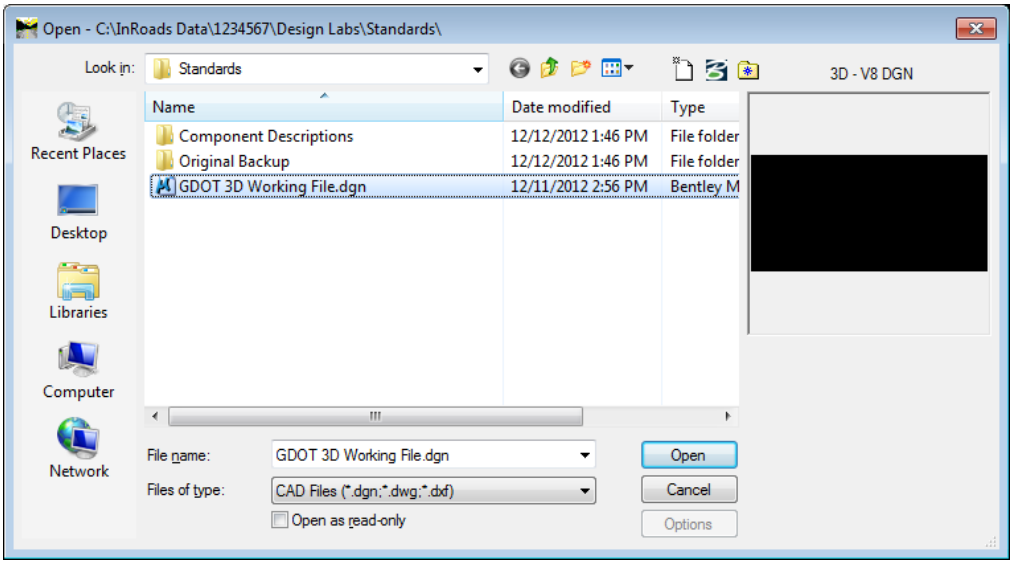
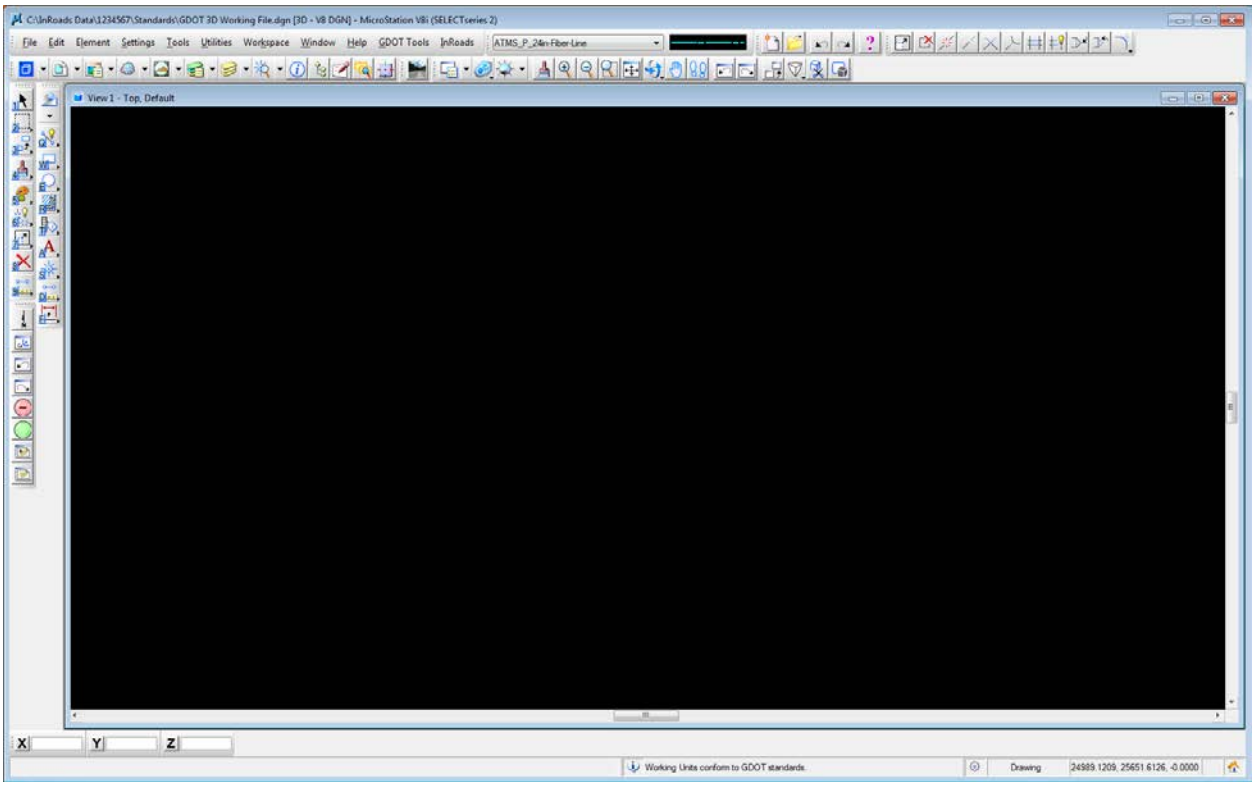
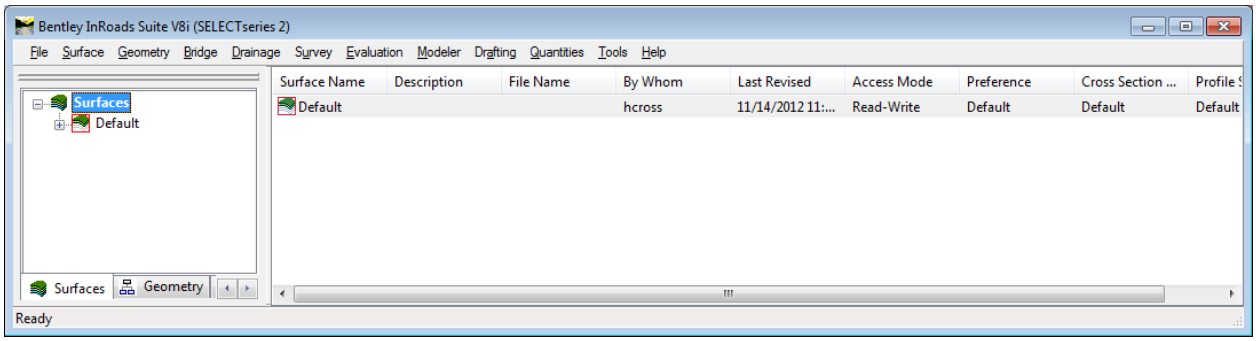

Figure L1-3 Starting **MicroStation V8i and InRoads Suite**
Figure L1-4 Main **MicroStation V8i** Window
Figure L1-5 Main **InRoads V8i** Window
*After the **MicroStation** Splash Screen appears, the **MicroStation Manager** dialog (See Figure L1-3) will open so that you can select a "**Working**" DGN file. Once **InRoads** and **MicroStation** are up and running, your desktop should look similar to that of Figure L1-4 and Figure L1-5.*